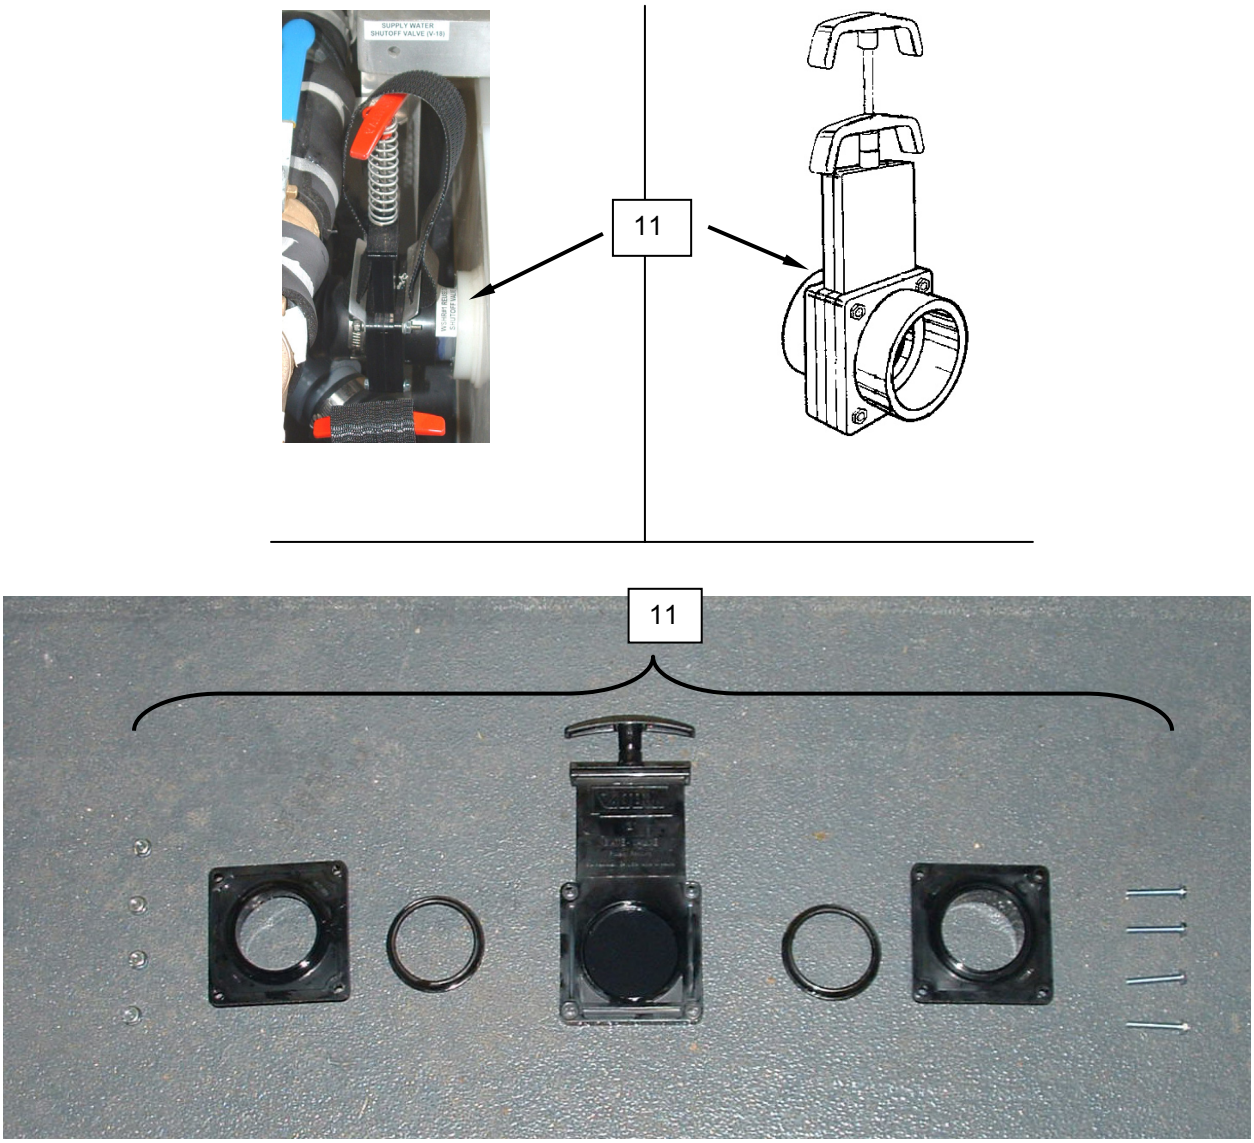

Figure 5. Replace PVC Hand Operated Gate Valves.
3. Remove screws, nuts and washers retaining CPVC gate valve core **(Figure 5, Item 11)** to valve body.
4. Ensure new gaskets are in place, and install replacement CPVC valve core **(Figure 5, Item 11)** to valve body.